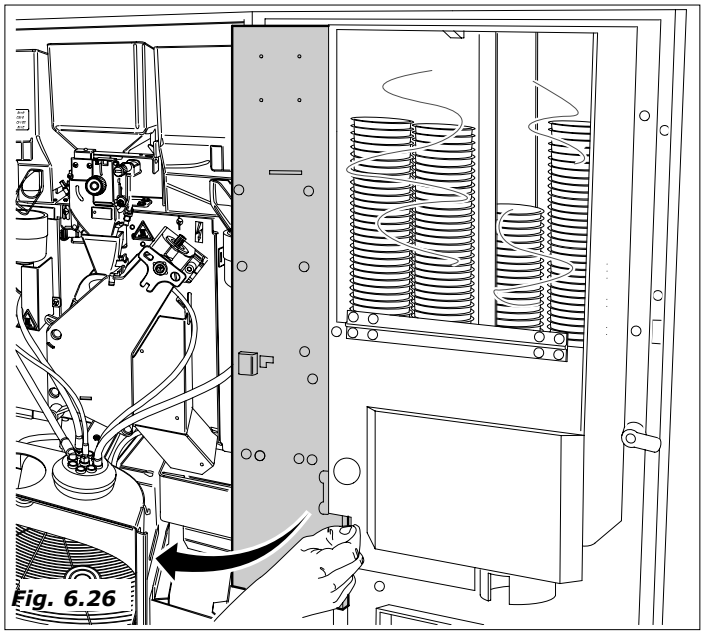

Fig. 6.26
- Abrir a porta da ficha Master (*Fig. 6.26*)